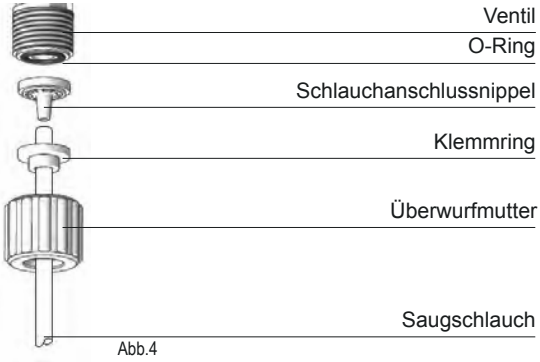

Abb.4
- Schieben Sie den Schlauch durch die Überwurfmutter und den Klemmring auf den Schlauchanschlussnippel, wie in der Abb. 4 gezeigt.